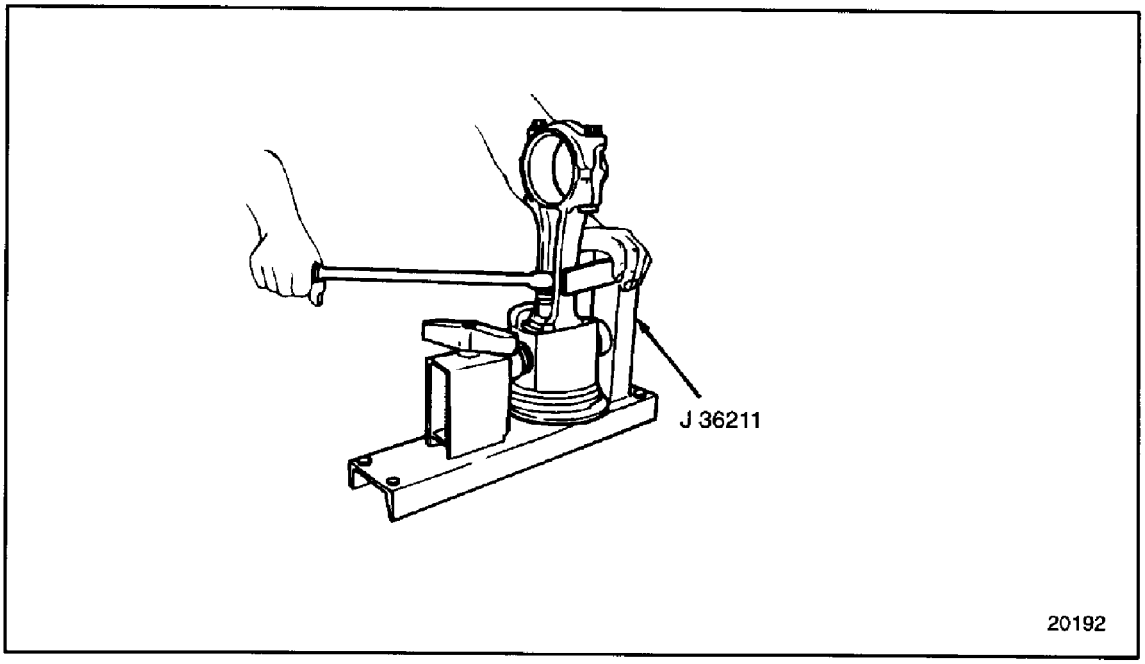

Figure 1-291 Piston Connecting Rod Holding Fixture
1. Place the piston, dome down, on the round plate of the piston and connecting rod holding fixture, J 36211. See Figure 1-291.
14. After clamping the connecting rod in holding fixture, J 36211, torque each piston pin bolt to 95-122 N·m (70-90 lb·ft). See Figure 1-291.